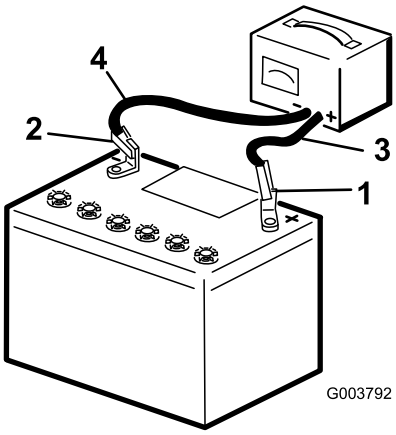

Bild 78
3. Schließen Sie das Minuskabel des Batterieladegeräts an den Minuspol der Batterie an (Bild 78).
5. Schließen Sie das Ladegerät von der Stromquelle ab, wenn die Batterie ganz aufgeladen ist. Klemmen Sie dann die Ladegerätkabel von den Batteriepolen ab (Bild 78).